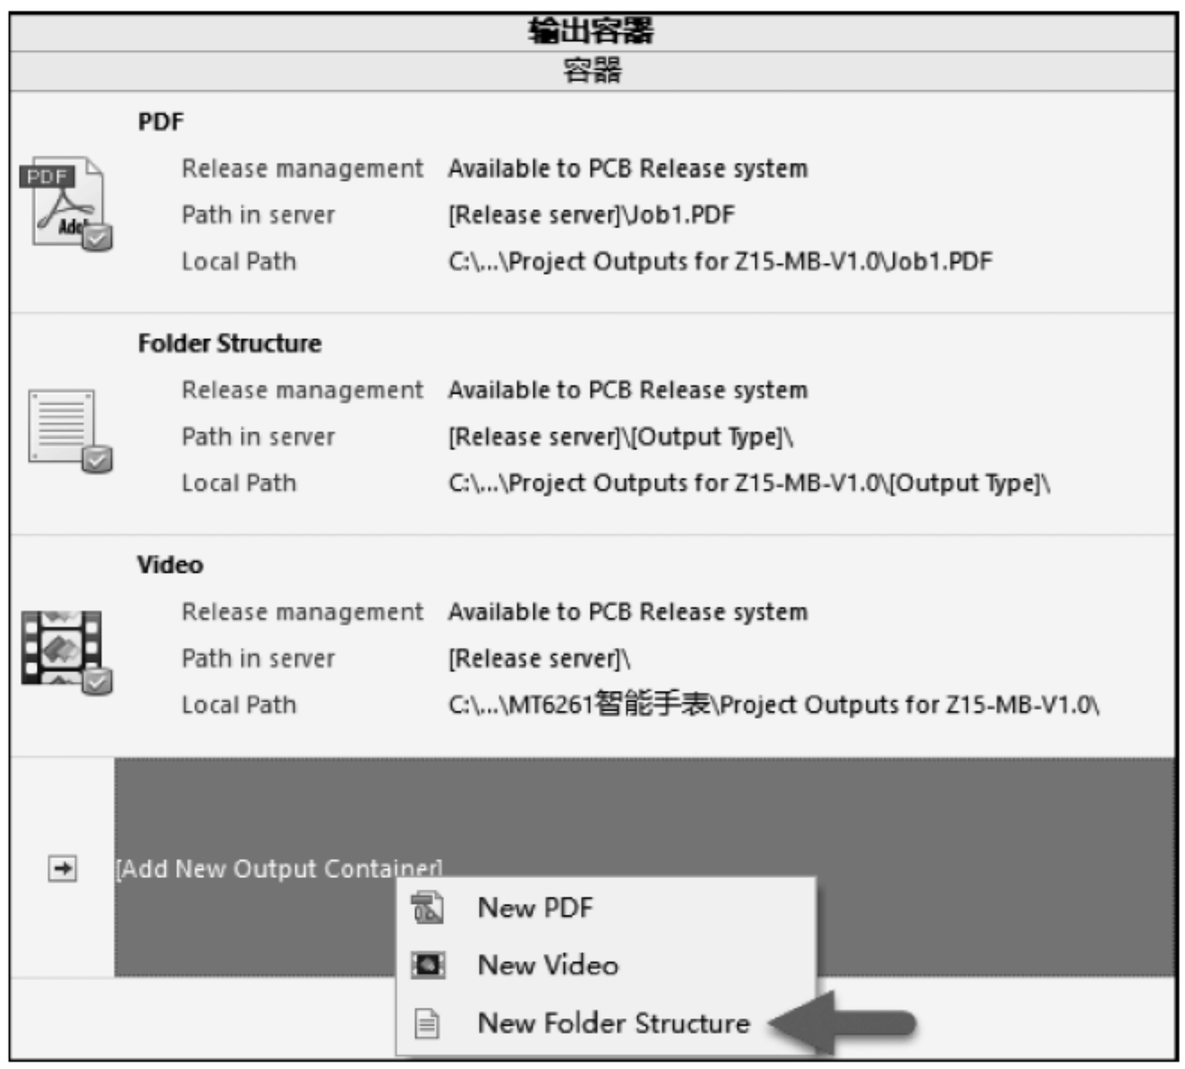

图 7-50　添加新的输出容器
(8) 为了不让 BOM 和 Gerber 相关文件输出到同一个文件中,可新添加一个 Folder Structure 输出容器,如图 7-50 所示。并将 BOM 与其建立关联,如图 7-51 所示。
(9) 设置输出容器的路径、容器类型文件夹、输出文件夹/输出文件名等参数。